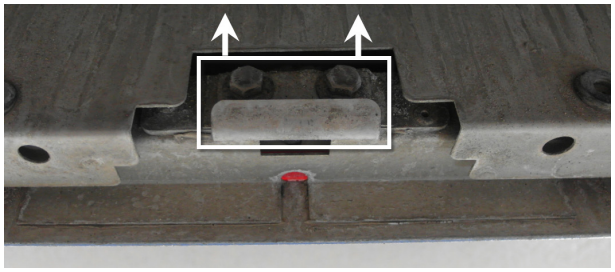

FIGURE 59 : KEEPER
23. If the hatch has moved down, it may be necessary to move the keeper down slightly (**FIGURE 59**). To do so, loosen the mounting bolts (2 bolts) and move the keeper in the direction shown with arrows. Firmly tighten the keeper bolts once adjustment is done).